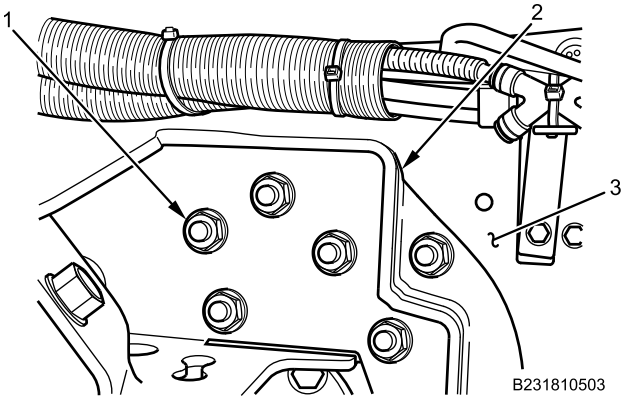

Figure 6. Left Inner Wheel Deflector Bracket.
2. With assistant, install left wheel deflector bracket (Figure 6, Item 2) on vehicle frame (Figure 6, Item 3) with six bolts and nuts (Figure 6, Item 1), as noted in removal. Tighten bolts securely.